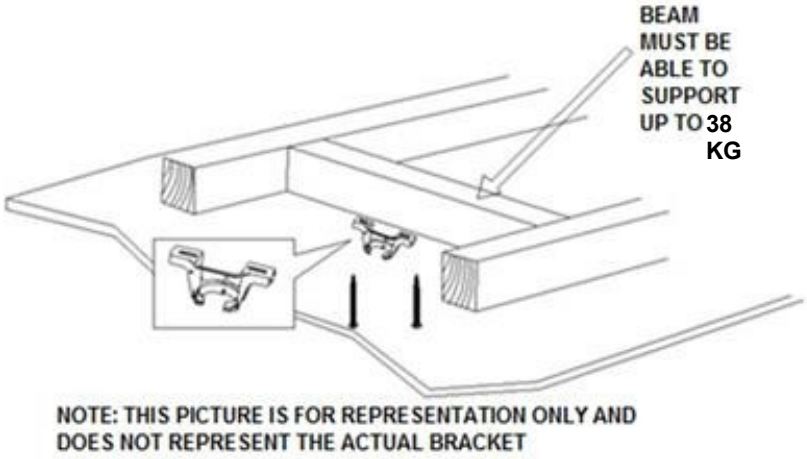

Rys. 2
- Zamontuj wspornik wiszący do belki stropowej lub konstrukcji, która jest w stanie wytrzymać obciążenie co najmniej 38 kg, za pomocą dwóch dostarczonych długich śrub. Upewnij się, że co najmniej 30 mm śruby jest wkręcone we wspornik. (Rys. 2)